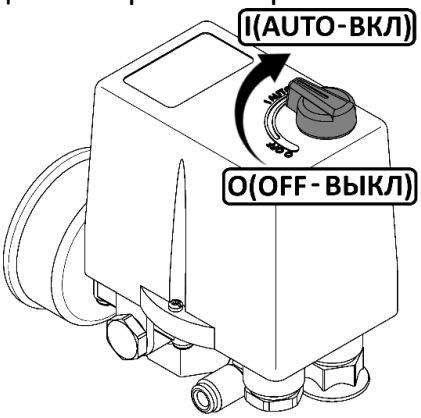

Рисунок 5
- Проверьте, чтобы выключатель на прессостате находился в выключенном положении "OFF" (см. рисунок 5).
Для пуска компрессоров СБ4/С-24.OLD20-3, СБ4/С-50.OLD20-3, СБ4/С-50.OLD20-3/10 после срабатывания защиты выполните следующие действия: после того, как двигатель остынет до допустимой температуры переключите выключатель на прессостате в положение "**OFF**" (рисунок 5), а затем включите компрессор переключив выключатель в положение "AUTO".